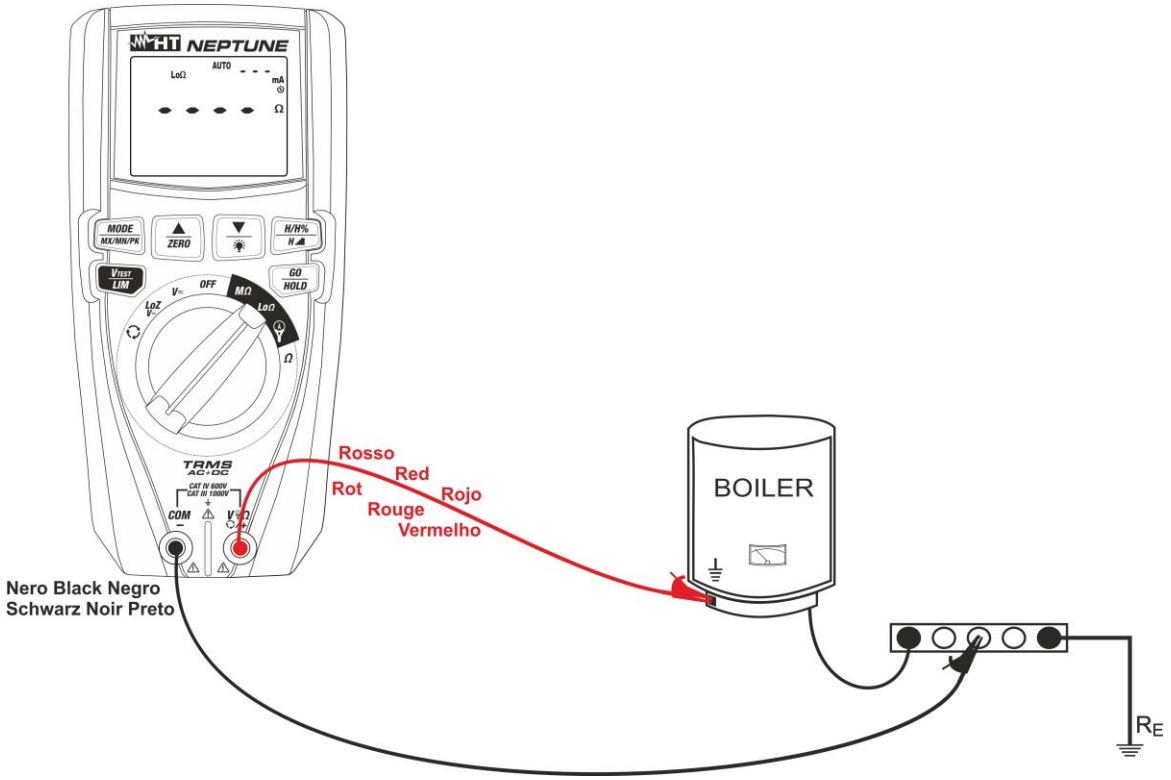

Fig. 25: Uso do instrumento para a medição da continuidade no modo AUTO
7. Inserir o condutor vermelho no terminal de entrada **VΩ/+** e o condutor preto no terminal de entrada **COM/–** e ligar o instrumento à instalação em exame (ver Fig. 25)